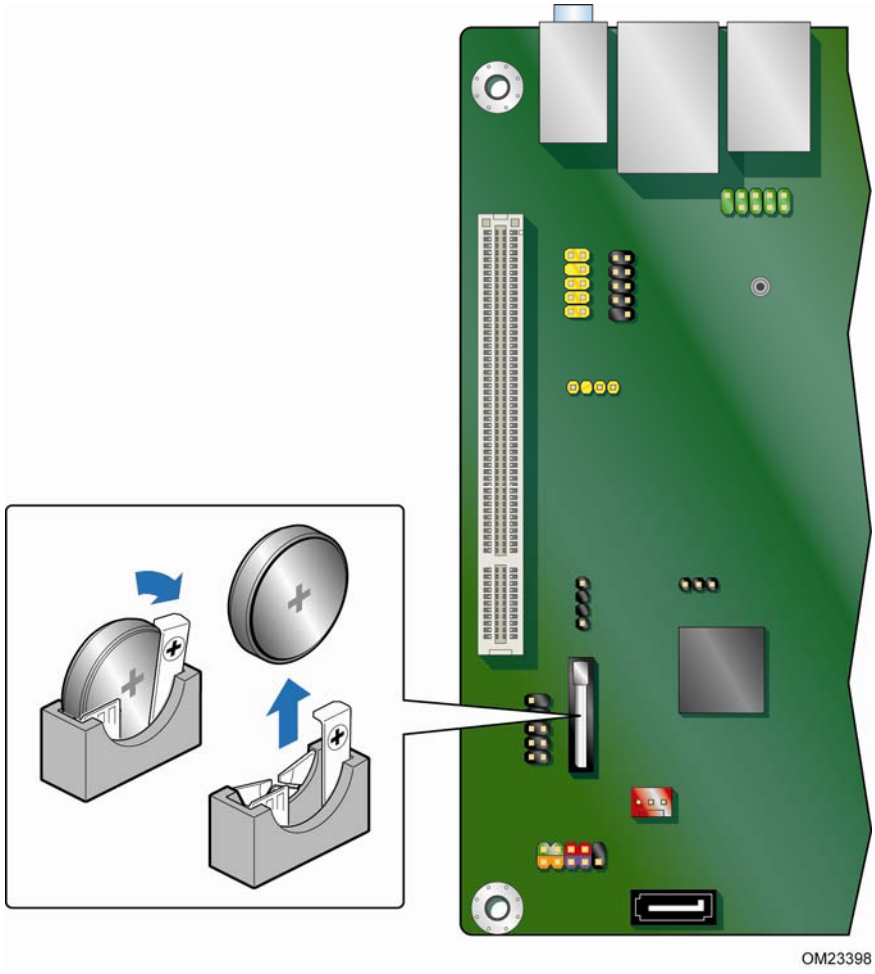

Figure 13. Removing the Battery
When the voltage drops below a certain level, the BIOS Setup program settings stored in CMOS RAM (for example, the date and time) might not be accurate. Replace the battery with an equivalent one. Figure 13 on page 42 shows the location of the battery.
4. Locate the battery on the board (see Figure 13).
5. Push the battery retention clip aside and remove the battery from the connector as shown in Figure 13. Note the orientation of the "+" and "-" on the battery.